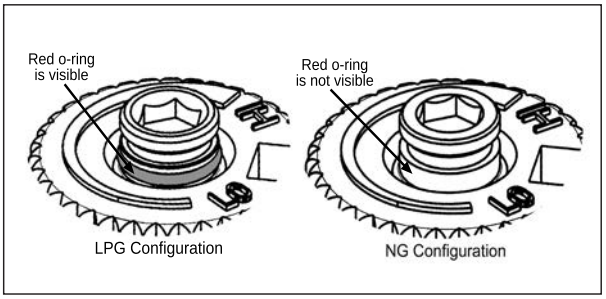

Figure 17: O-ring on Valve Screw
d) If converting to NG ensure the red o-ring is not visible (see Figure 17).